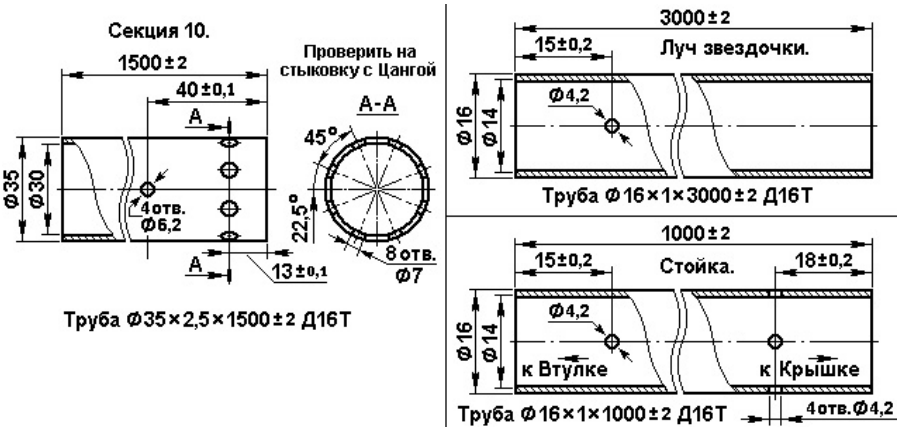

Рис. 19
9. Секция 10 **Мачты** (**рис. 19**) – несущая деталь – труба, диаметром 35 мм, толщиной стенки 2,5 мм и внутренним диаметром 30 мм. В верхнем конце Секции 10 просверлены 8 продувочных отверстий и 4 крепежных. Отверстия при сборке должны точно совпасть с отверстиями Цанги. Цанга должна легко, но плотно входить в трубу Секции 10.